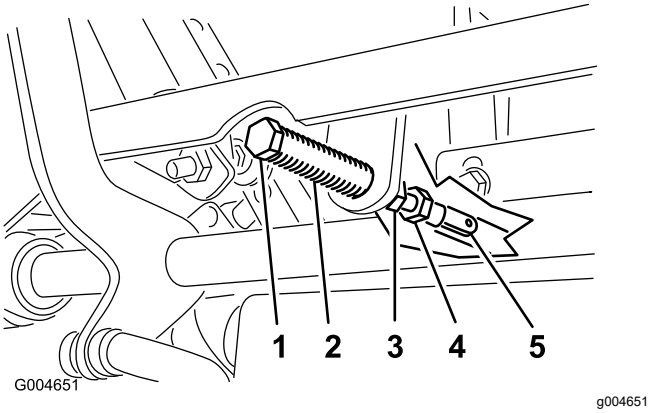

**Figuur 88**
5. Trek de hendel naar achteren totdat de gaffelpen (op de arm boven de draaias) contact maakt met het uiteinde van de sleuf (en net druk op de veer begint uit te oefenen); zie Figuur 88.
7. Als de rijhendel moet worden afgesteld, draait u de moer en de contramoer tegen de gaffel (Figuur 88).
8. Oefen een lichte achterwaartse druk uit op de rijhendel en draai de kop van de stelbout in de juiste richting totdat de rijhendel in de VERGRENDELDE NEUTRAALSTAND is gecentreerd (Figuur 88).
9. Draai de moer en de contramoer vast (Figuur 88).
10. Draai de contramoeren op de kogelverbindingen vast (Figuur 88).